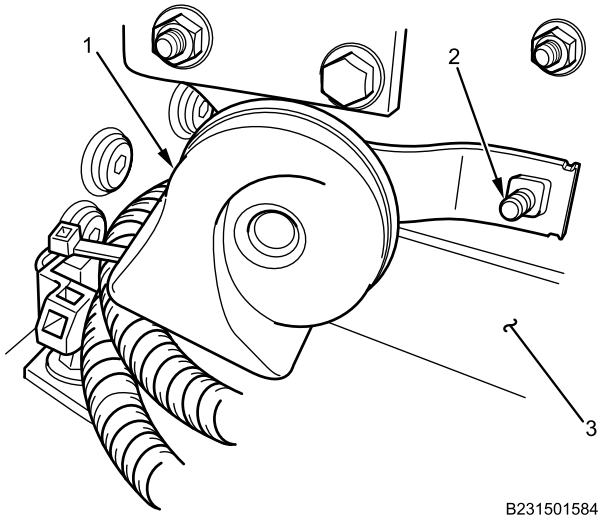

Figure 4. Horn Mounting.
2. Install horn (Figure 4, Item 1) on radiator crossmember support (Figure 4, Item 3) with bolt (Figure 4, Item 2), new lockwasher and flat washer. Tighten bolt securely.